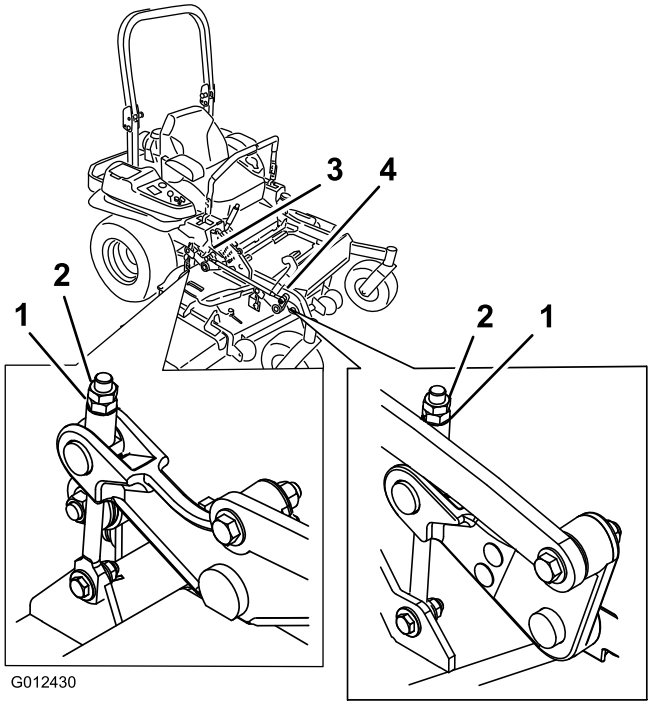

Figur 94
10. Finjuster justeringsmutteren på den fremre klippeenheten ved å vri på den (Figur 94).
16. Finjuster justeringsmutteren på den fremre klippeenheten ved å vri på den (Figur 94).